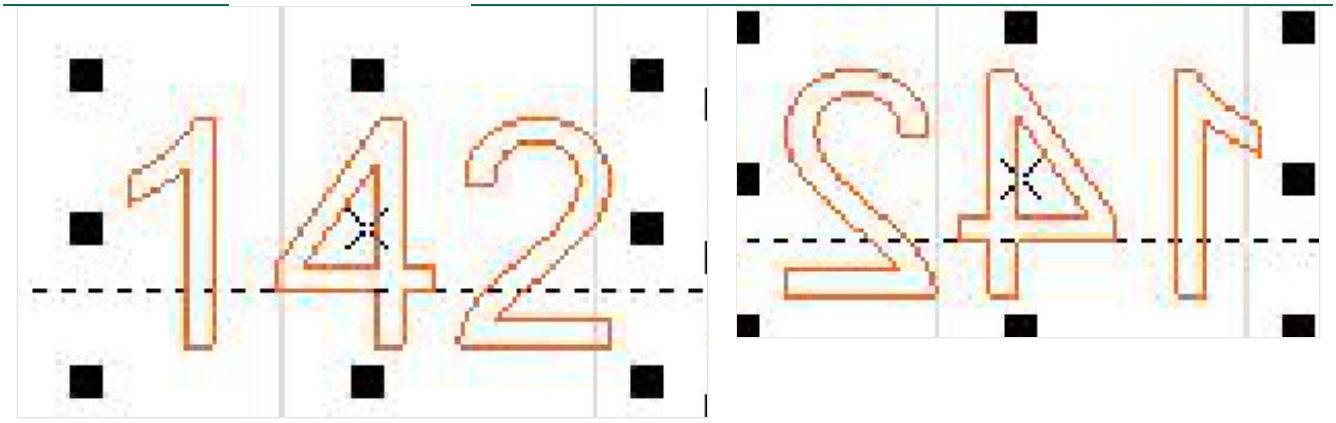

Figura 11-55 Reflejo horizontal
- Refleja horizontalmente el objeto seleccionado, como se muestra en la Figura 11-55.